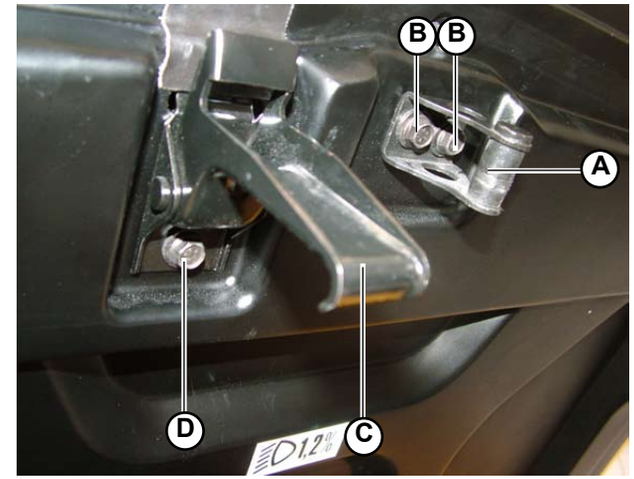

Fig.4
1. Disassemble the lock (**A-Fig.4**) by removing the 2 fixing screws (**B-Fig.4**).
2. Disassemble the lock (**C-Fig.4**) by removing the screw (**D-Fig.4**).